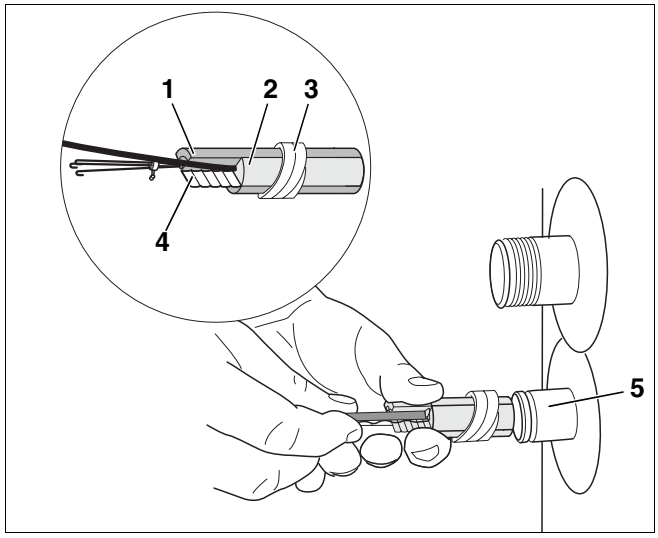

Rys. 7 Montaż czujnika temperatury ciepłej wody
- Wsunąć do oporu wiązkę czujników (rys. 7, **poz. 1** do **4**) do tulei zanurzeniowej (rys. 7, **poz. 5**). Spirala z tworzywa sztucznego (rys. 7, **poz. 3**), która spina wiązkę czujników, automatycznie zsuwa się do tyłu.
Sprężyna kompensująca (rys. 7, **poz. 4**) zapewnia styk między tuleją zanurzeniową a powierzchniami czujników i w ten sposób gwarantuje pewny pomiar temperatury.